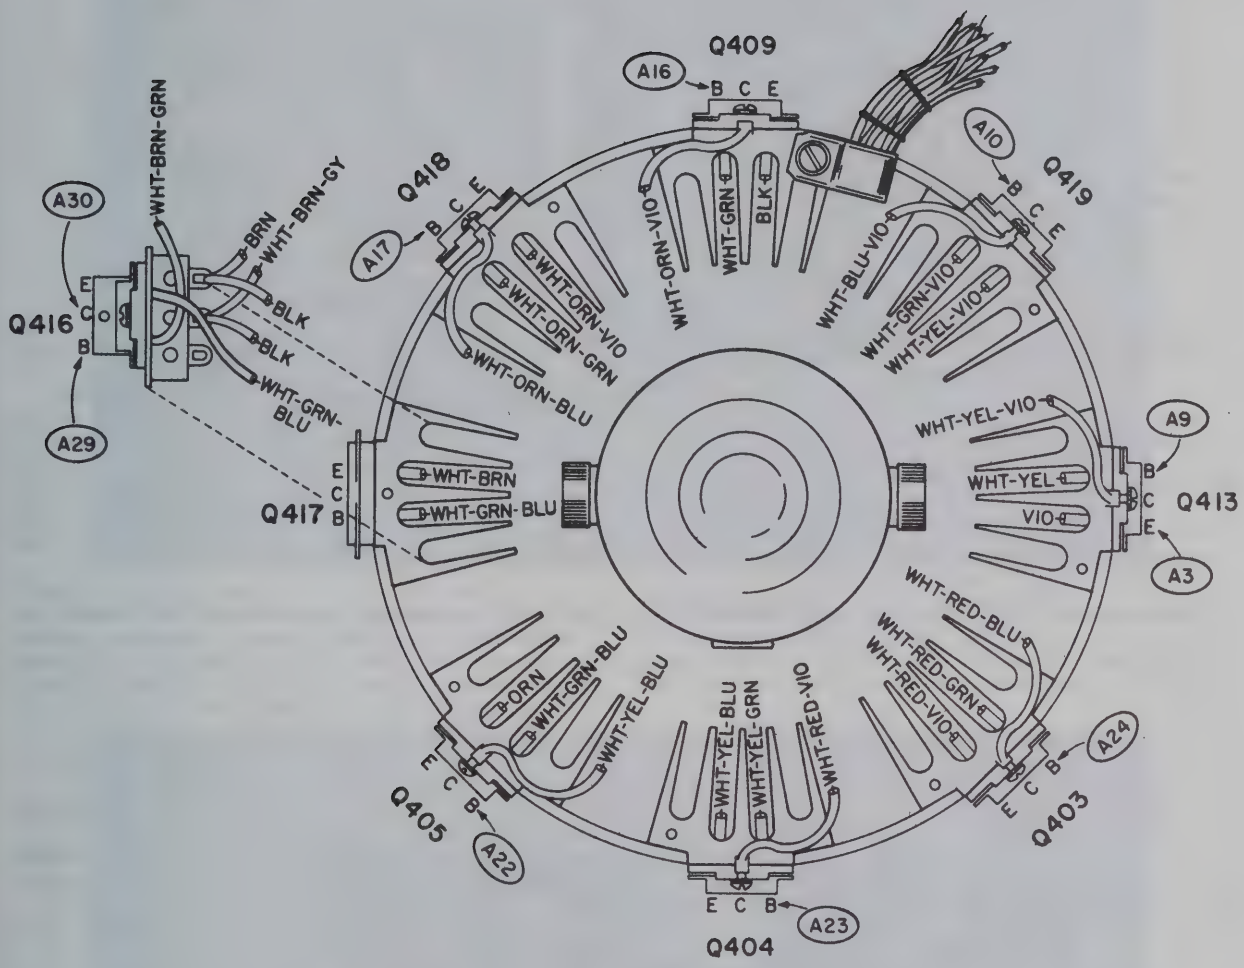

Figure 4-20. Fan Shroud and Power Transistor Assembly, Location of Test Points and Connections
(1) Remove the cabinet for access to the fan, by resting the oscilloscope front panel down, supported by the guard rails, and removing the four retaining screws from the rear, allowing the cabinet to be lifted off.
(2) Remove the eight fan shroud screws and open the motor supporting strap.
(3) Slip the entire fan, shroud, and motor out the rear of the chassis, noting cable dress and shroud position. See figures 4-20 and 5-10. Twist slightly to give transistors clearance.
(4) Remove and inspect the brushes. Clean, replace, and dress as necessary. Brushes should be contoured to fit commutator to minimize arcing and bounce. Use air pressure to blow dust from brush holders and fan case.
(5) Add one or two drops of SAE 10 machine oil to motor bearings. Wipe off excess oil to avoid dust coating.
(6) Prepare and maintain a maintenance check-off list for the fan motor, using the following format: